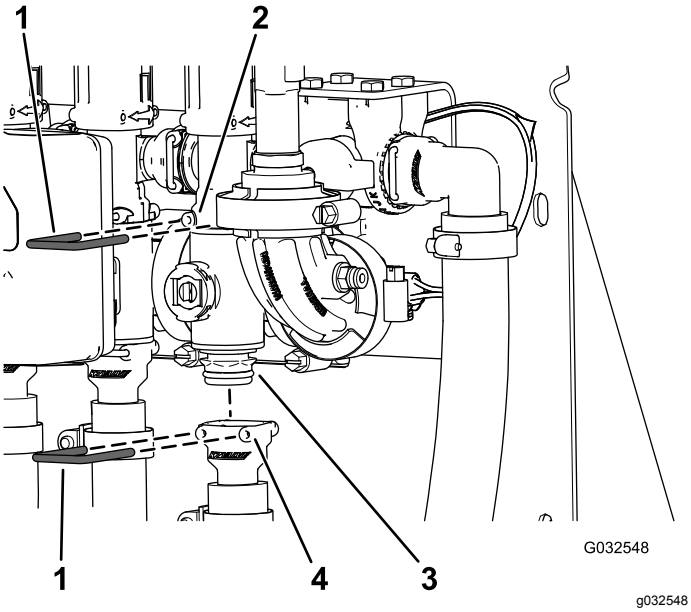

Figur 109
2. Fjern den holder, der fastgør sektionsventilmanifolden til omløbsfittingen (Figur 109).